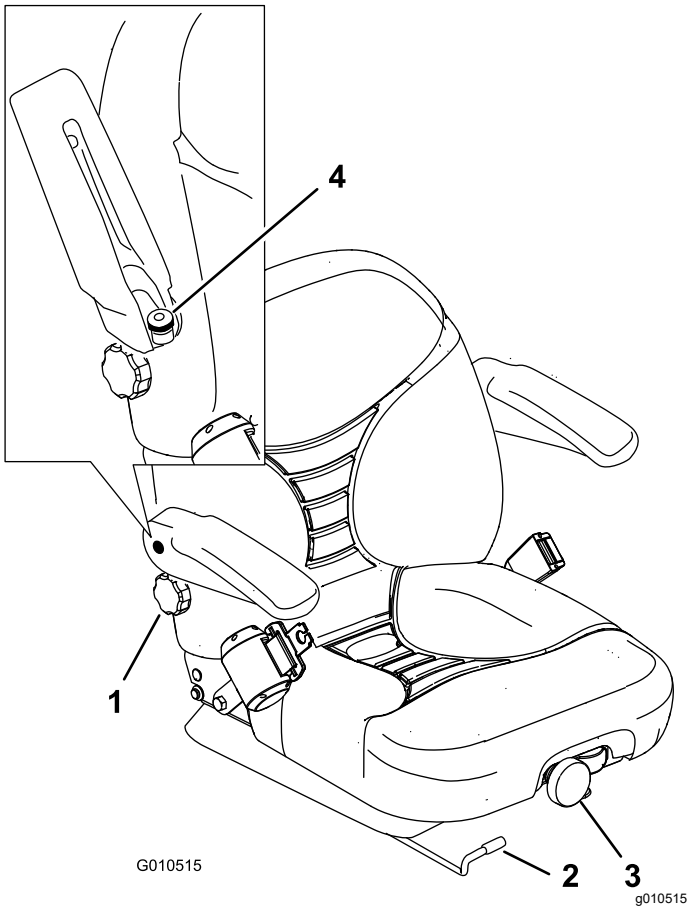

Figur 30
1. Flytt spaken sidelengs for å låse opp setet (Figur 30).
Hvis du vil justere setet, dreier du den fremre knotten enten til høyre eller venstre for å gi best mulig komfort (Figur 30).
Drei knotten under det høyre armlenet i begge retninger for å gi best mulig komfort (Figur 30).
Hev armlenet og drei knotten enten til høyre eller venstre for å gi best mulig komfort (Figur 30).